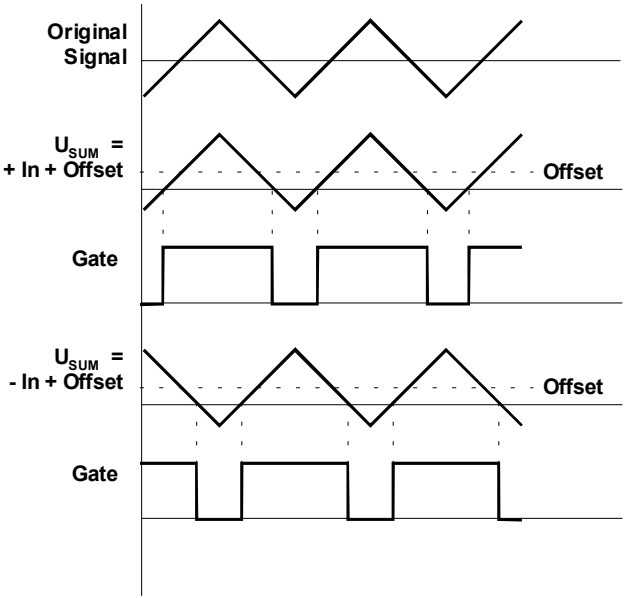

Abb. 2: A-167 als Offset-Generator
Falls Sie nur einen der Eingänge verwenden, funktioniert der A-167 wie ein **Offset-Generator**; die angehobene Spannung greifen Sie an der Buchse ❸ ab (s. Abb. 2 und Kap. 6).
④ Gap